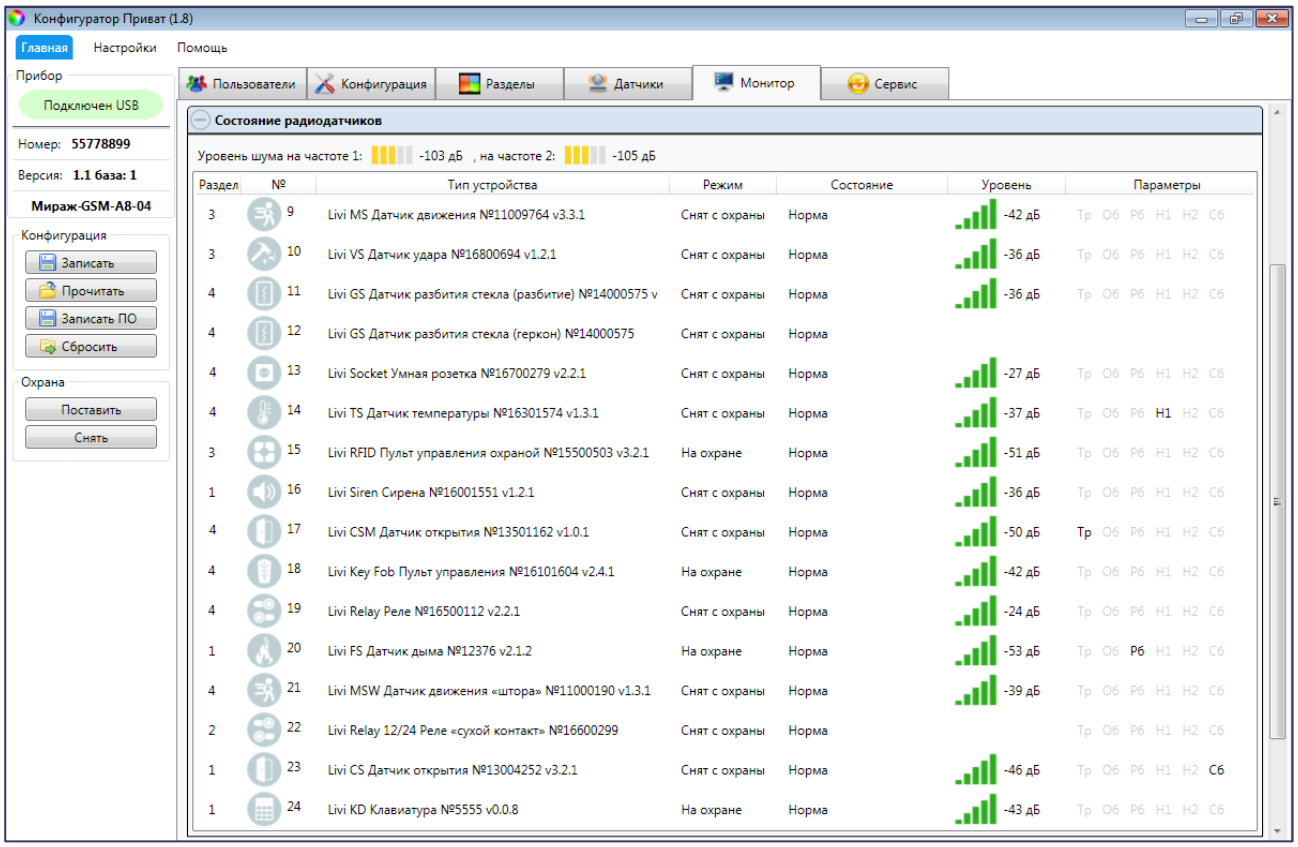

Рисунок 7.3 — Часть блока *Состояние радиоустройств* на вкладке Монитор в конфигурации контроллера Мираж-GSM-A8-04
1) В Конфигураторе на вкладке *Монитор* (см. рисунок 7.3).
Данные о текущем состоянии радиоустройств отображаются в режиме реального времени на вкладке *Монитор* в Конфигураторе (см. рисунок 7.3). В верхней части таблицы *Состояние радиодатчиков* на вкладке *Монитор* отображаются индикаторы *Уровень шума на частоте 1* и *на частоте 2*. Индикаторы показывают уровень радиопомех на рабочих частотах, которые могут снижать качество связи контроллера с радиоустройствами. Наилучший (наименьший) уровень шума отображается одной зеленой полоской, наихудший (наибольший) — пятью красными полосками.